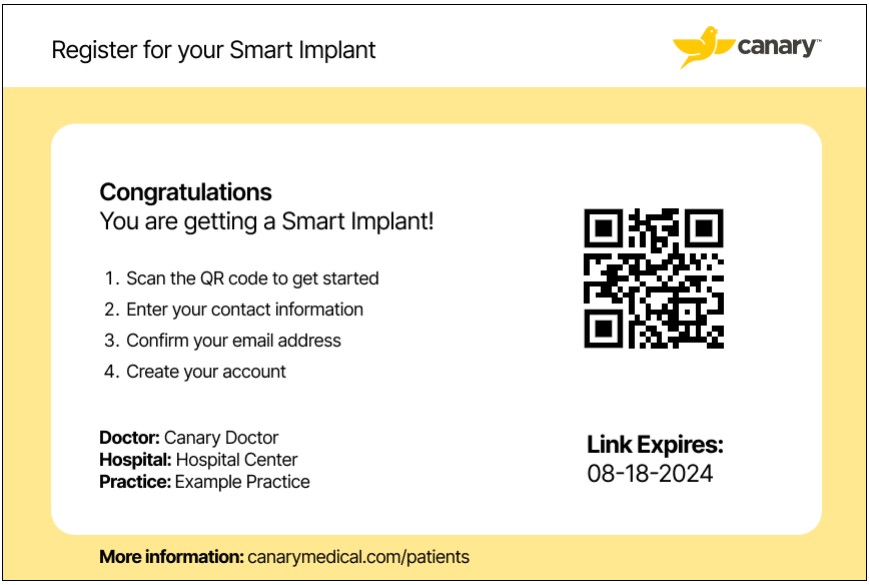

Figure 17: Doctor QR Code for New Patient
1. Canary Medical will provide a unique QR code associated with the Physician Account and Practice (***Figure 17)***.